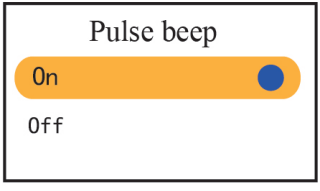

Figure 4.10C Pulse beep setup
- Pulse beep: To turn on/off pulse beep, the factory default is “On”, as shown in figure 4.10C. If the global sound is enabled by longtime pressing “ ”key, and the pulse beep is set to “On” option, and when there is no over-limit event, then pulse beep sound can be heard during SpO_2 measurement.